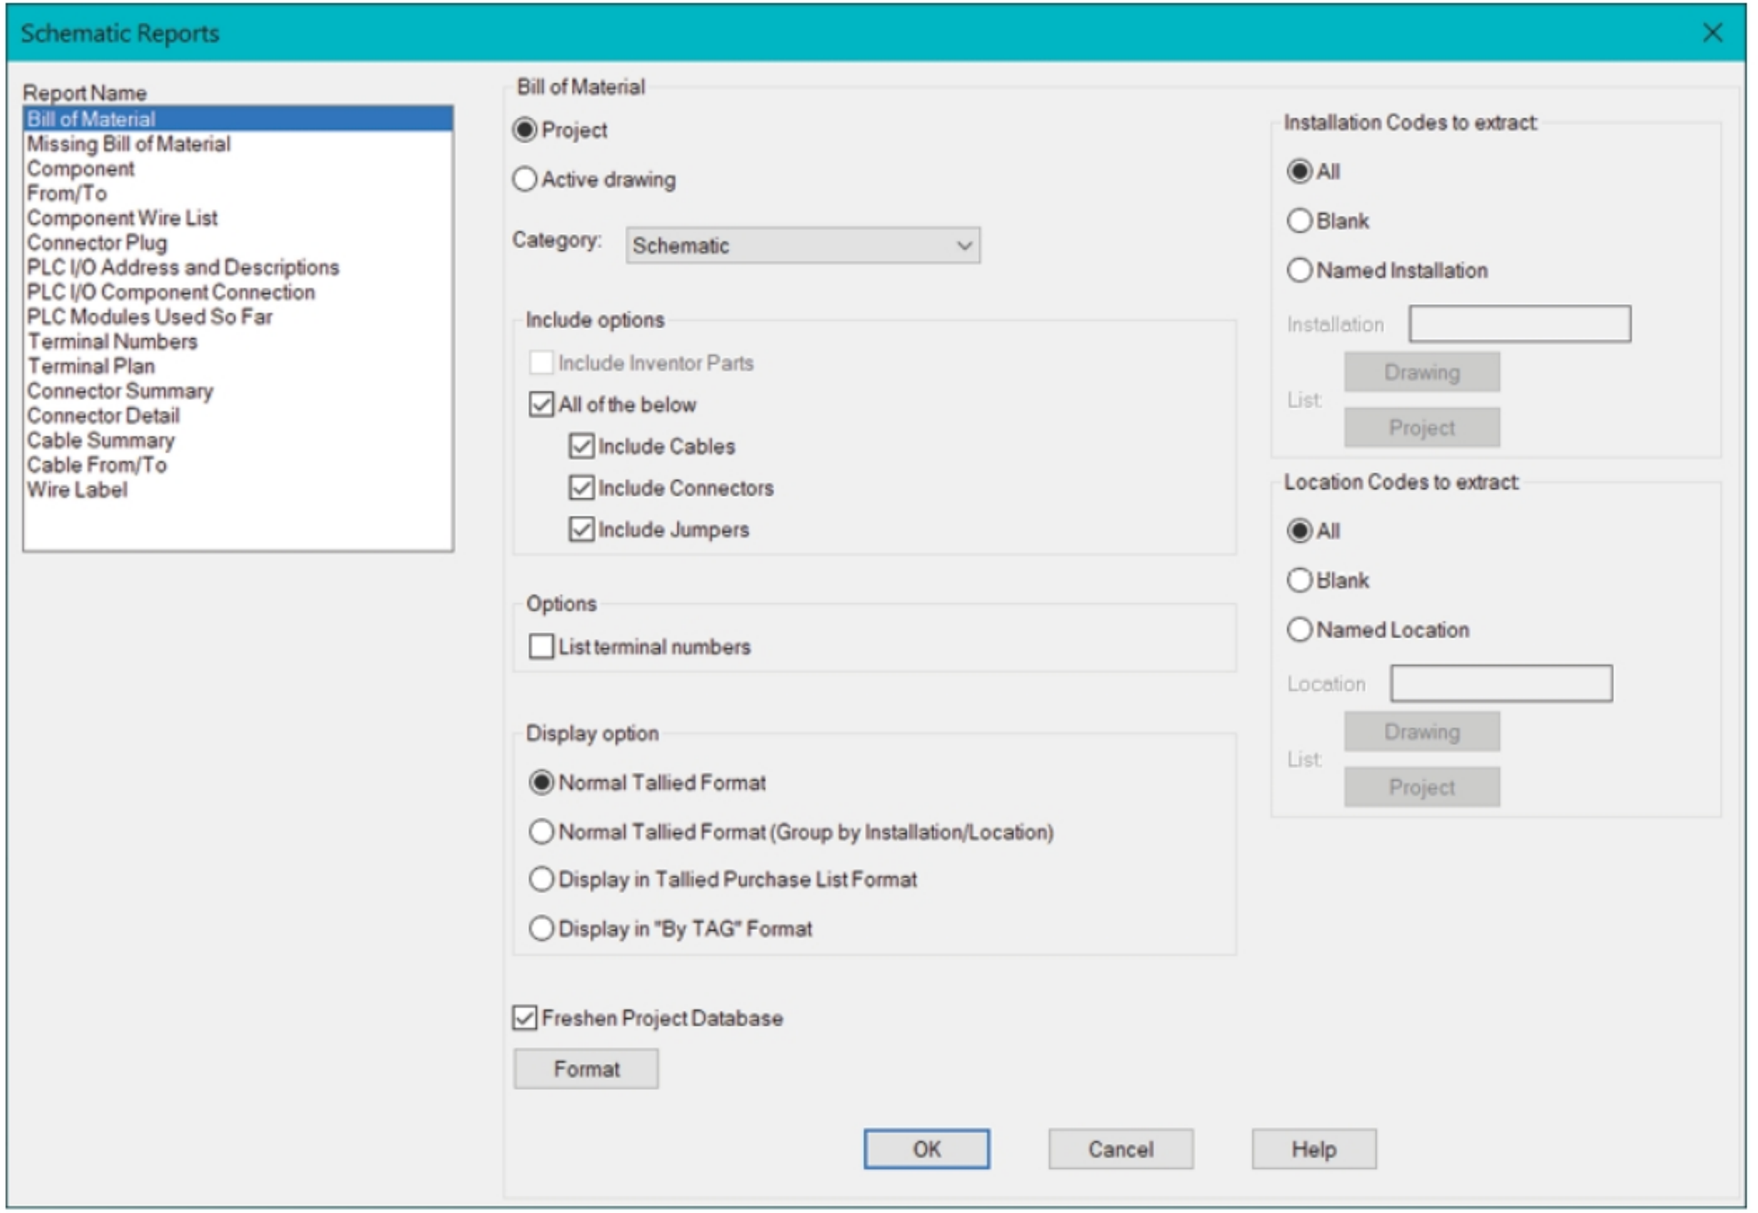

Figure-2. Schematic Reports dialog box
- Click on the **Reports** tool from the **Schematic** panel in the **Reports** tab of **Ribbon**. The **Schematic Reports** dialog box will be displayed; refer to Figure-2.